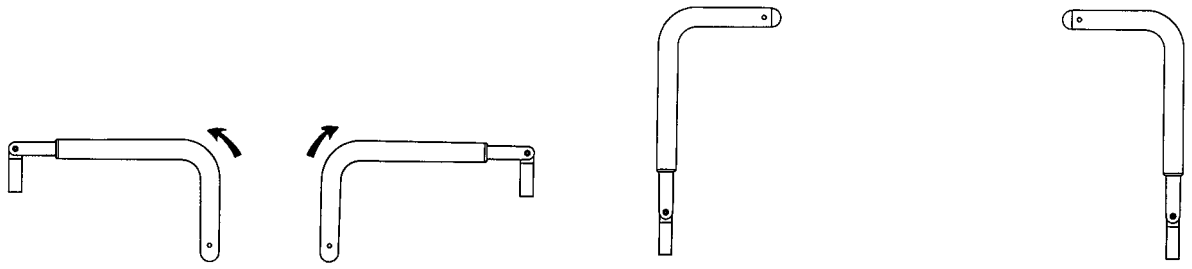

Afbeelding 4 – De duwhandgrepen aan het hoofdeinde in positie brengen
1. Klap de handgrepen omhoog vanaf het uiteinde van het product (Afbeelding 4).